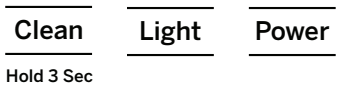

Figura 9
16. Una vez completado, presione el botón “Power” (Encendido) para iniciar la máquina de hielo. Consulte la figura 9.